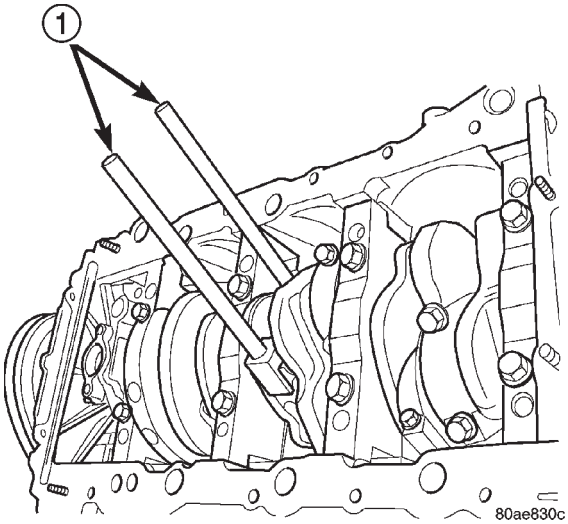

Abb. 110 Pleuelführungen—Typisch
(5) Kolben und Pleuel müssen von oben aus dem Motorblock herausgenommen werden. Kurbelwelle drehen, bis die Pleuel jeweils in Bohrungsmitte stehen.
(6) Schrauben der Lagerdeckel lösen. **Beim Wiedereinbau eines Pleuels keinesfalls die alten Schrauben wiederverwenden.**
(7) Zum Schutz des Kurbelwellenlagerzapfens und der gebrochenen Pleuelflächen Spezialwerkzeug 8189, Pleuelführungen, auf das Pleuel schieben (Abb. 110). Die einzelnen Baugruppen aus Kolben und Pleuel vorsichtig aus der Zylinderbohrung herausdrücken.
(5) Kurbelwelle drehen, bis sich der Pleuelzapfen in Bohrungsmitte befindet. Pleuelzapfen mit sauberem Motoröl schmieren.
(6) Obere Lagerhälfte anordnen und Spezialwerkzeug 8189, Pleuelführungen, auf das Pleuel schieben (Abb. 110).
(7) Baugruppe aus Pleuel und Kolben in die Zylinderbohrung einsetzen und Pleuel vorsichtig über den Kurbelwellenzapfen führen.
(8) Kolben mit einem Hammerstiel in die Bohrung klopfen. Dabei das Pleuel auf den Pleuelzapfen ausrichten.
(9) Spezialwerkzeug 8189, Pleuelführungen, abnehmen.
(10) Untere Pleuellagerschale und Pleuellagerdekkel montieren. **Neue** Pleuelschrauben montieren und mit einem Anzugsmoment von 27 N·m (20 ft. lbs.) plus einer Vierteldrehung festziehen.
(11) Zylinderkopf und Ölwanne einbauen. Näheres hierzu siehe Hinweise in diesem Abschnitt.